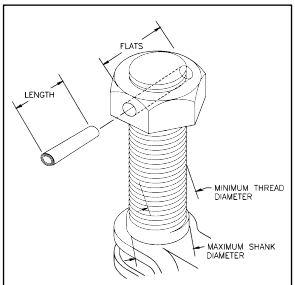

Figura 6
- Consulte la ADVERTENCIA de la Figura 6 con instrucciones especiales para asegurar la tuerca a la espiga en el ensamble.
- El largo de rosca mínimo necesario para engranar la tuerca no deberá ser menor que un (1) diámetro de rosca.
- Todas las tuercas deben asegurarse a la espiga perforando la tuerca y la espiga roscada e insertando el pasador de resorte helicoidal apropiado (consulte el recuadro ADVERTENCIA y la figura 6 para ver instrucciones especiales).
- La longitud del pasador de resorte debe ser igual a la distancia entre dos lados opuestos de la tuerca, o su diámetro (ver Figura 6).
- Crosby no se hace responsable por (A) la calidad del mecanizado, (B) el tipo de aplicación o (C) el medio de conexión con la fuente eléctrica o la carga.